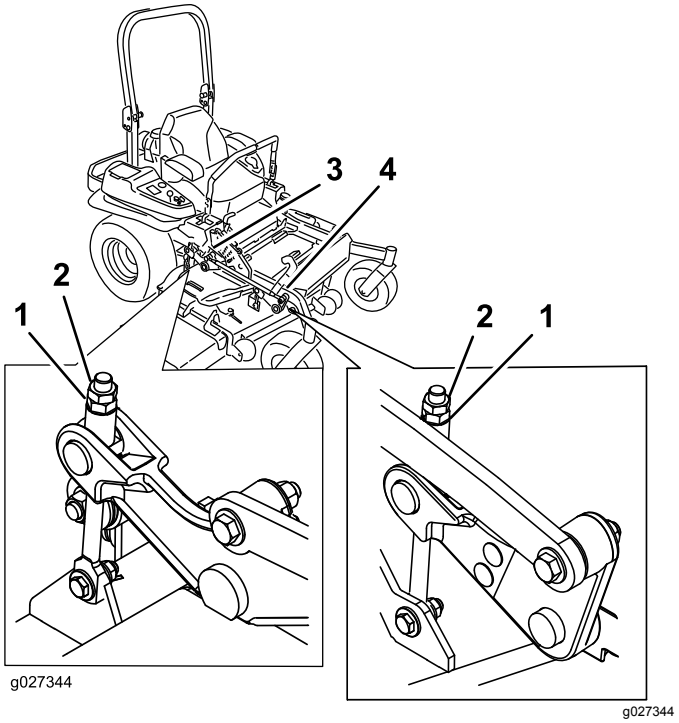

**Figur 97**
10. Finjustera justermuttern på det främre däckets lyftanordning genom att vrida den (Figur 97).
16. Finjustera genom att vrida justeringsskruven så att höjden blir 8,3 mm (Figur 97).